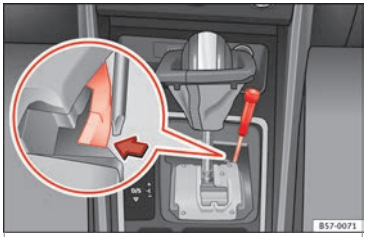

Rys. 59 Dźwignia zmiany biegów: ręczne zwolnienie z położenia P.
- Za pomocą wkrętaka nacisnąć i odciągnąć na bok żółty zaczep odblokowujący ››› **rys. 59**.